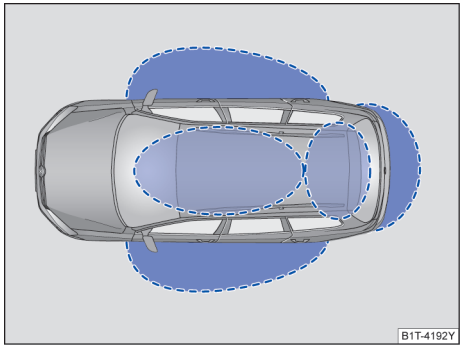
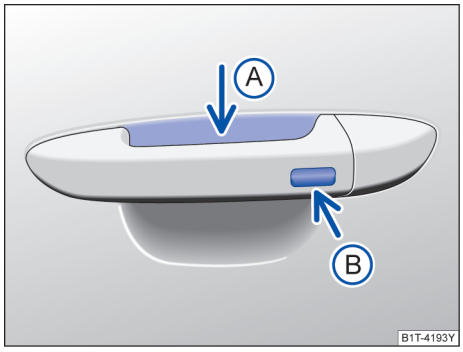

图 57 无钥匙进入闭锁/启动系统：工作范围
图 58 无钥匙系统 Kessy：车门拉手上的传感区
厢盖的有效感应区域内→图 57，同时触摸车门拉手上的传感区之一→图 58 或按压行李厢盖上的按钮进行简单操作即可实现。
如果有一把有效遥控钥匙在接近范围→图 57 内，则无钥匙系统 Kessy 会将访问权限授予该钥匙。紧接着可以在不主动操作遥控钥匙的情况下执行以下功能：
– 抓住车门拉手 →图 58（箭头Ⓐ）。
– 触摸车门拉手上的传感区 →图 58（箭头Ⓑ）一次。汽车锁止。
如果在行李厢盖的接近范围内→图 57 有一把有效的遥控钥匙。
– 要**便捷关闭**所有电动车窗和天窗，请用手指按住车门拉手上的传感区→图 58Ⓑ几秒钟。
– 松开传感区→图 58Ⓑ即可中断该功能。如果在松开车门拉手上的传感区→图 58Ⓑ后立即将手放入Ⓐ内，则所有车窗停在原位置（安全功能）⚠ →第 71 页。
如果有水柱或水流从车门把手传感器→ 图 58Ⓐ（箭头）处暂时移开，然后又移回（例如洗车时），则所有车窗均有可能打开→ 第 63 页，便捷功能。